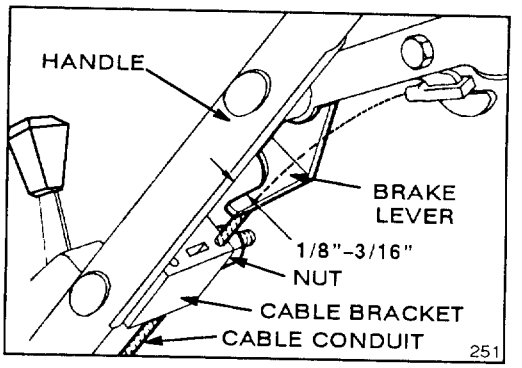

Figure 32
2. CHECK ADJUSTMENT (Fig. 32)—Move control bar toward handle until slack in wire is removed. Gap between brake lever and handle must be 1/8"-3/16". See step 3 for adjustment.
3. ADJUST CABLE CONDUIT (Fig. 32)—Loosen nut on cable bracket. Insert 1/8"-3/16" object between brake lever and handle. Pull down on cable conduit until all slack is removed from wire. Then tighten nut.